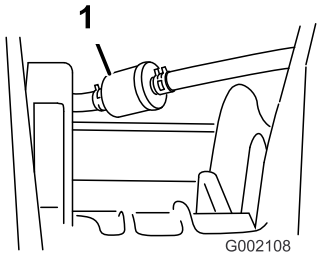

Figur 46
5. Ta bort klämmorna som håller fast bränslefiltret på bränsleledningarna (Figur 46).